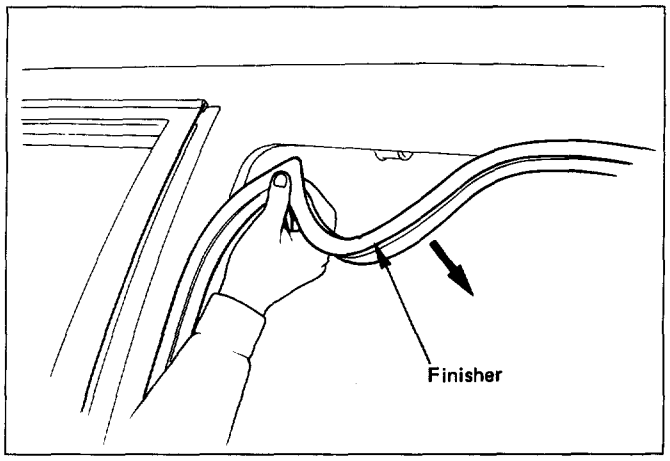

Fig. 10-94
- Pull the finisher out from body panel. (Fig. 10-94)